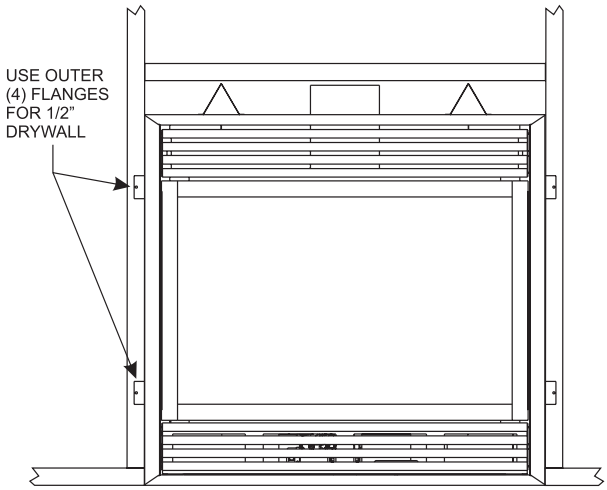

Figure 10A
3. Attach fireplace to frame using nailing flange. Preset depth to suit facing material (adjustable to 1/2", 5/8" or 3/4" depths). ***NOTICE***: Fireplace must mount flush to facing material. If facing material requires more depth than 3/4", mark and drill two 1/8" holes into fireplace side at appropriate depth. Bend standoff tabs as needed to move fireplace flush with facing material. See **Figure 10A.**
Attention: When fireplace is installed in optional full cabinet mantel or corner mantel the four nailing flanges shown in **Figure 10A** will not be installed on the side of outer casing. The fireplace will be attached to the full cabinet mantel or corner mantel with the two nailing flanges located on the top of the outer casing assembly.